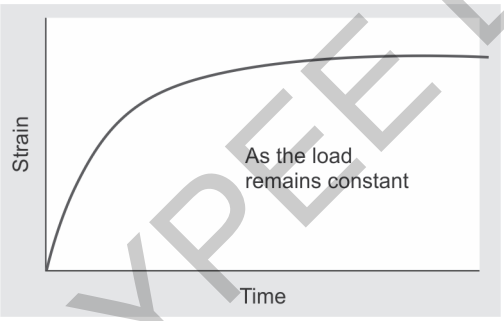

Fig. 1.26: Creep phenomenon
- **Creep phenomenon:** Progressive deformation of a material with time as the amount of load remains constant **(Fig. 1.26)**.